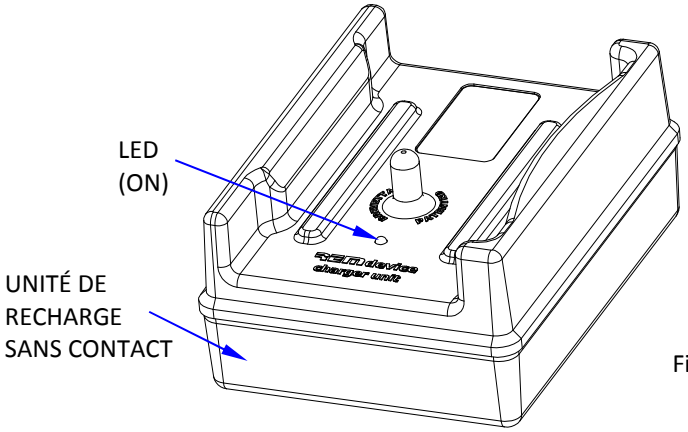

Figure 2
- vérifier que le LED (ON) qui indique l'alimentation correcte soit allumé sur l'unité de recharge (voir la Figure 2 ci-dessus) ;